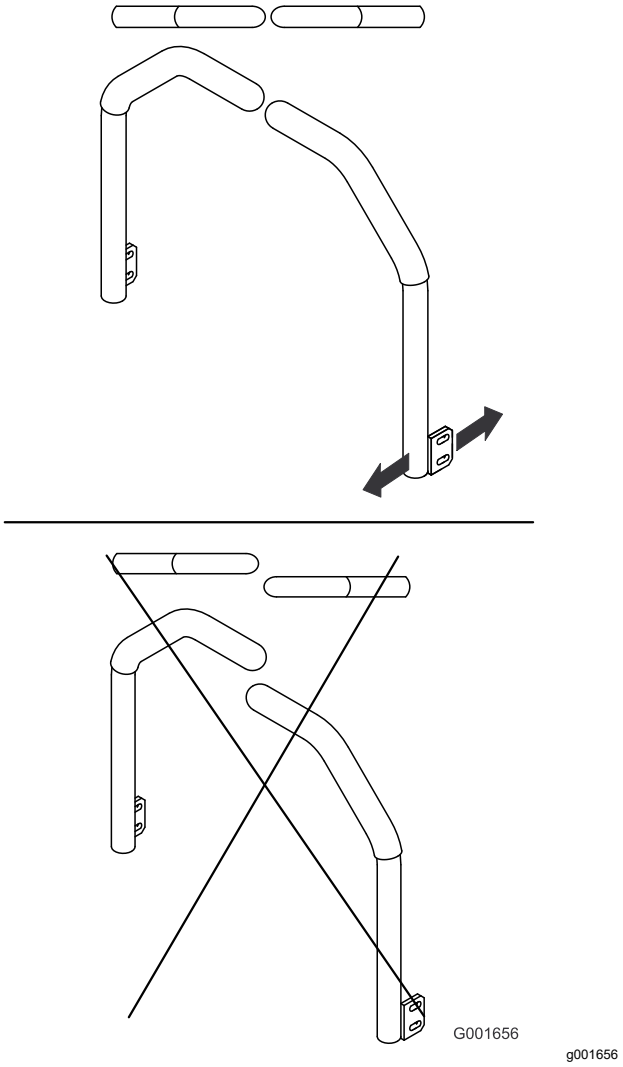

Figur 56
5. Juster håndtagene, så de står parallelt, og spænd boltene, der fastgør håndtagene til stolperne (Figur 56).